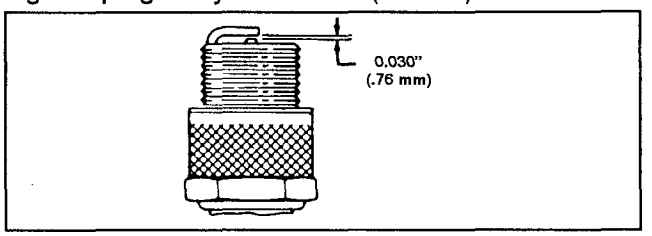

Figure 11
3. Set air gap at 0.030" (0.76 mm) (Fig. 11). Install correctly gapped spark plug and gasket seal. Tighten plug firmly to 15 ft–lb (20 N·m).